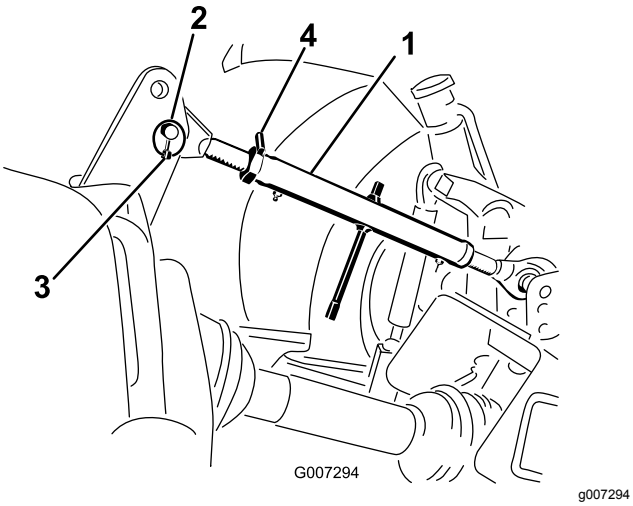

Figur 8
1. Tilslut den øverste forbindelse til det nederste hul i beslaget, og fastgør det med kædebolten og ringstiften (Figur 8).
3. Drej den øverste forbindelse for at stramme forbindelsen. Juster den, indtil forenden af dybdelufterens stel er 90 grader i forhold til vandret position (Figur 8).